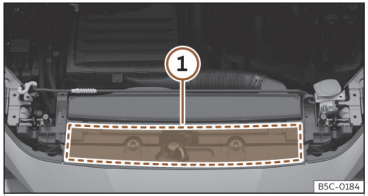

Abb. 227 Im Motorraum: Position des Aufklebers mit Motoröl-Spezifikationen
raums ››› (Abb. 227) ①. Bei Verwendung des empfohlenen Motoröls kann das Motoröl so oft wie erforderlich nachgefüllt werden.